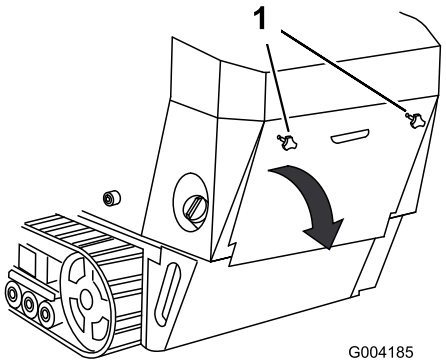

Figuur 27
1. Schroef de 2 handknoppen los waarmee het achterste inspectieluik aan de machine is bevestigd (Figuur 27).
2. Kantel het achterste inspectieluik omlaag en verwijder het om toegang te krijgen tot de interne onderdelen (Figuur 27).